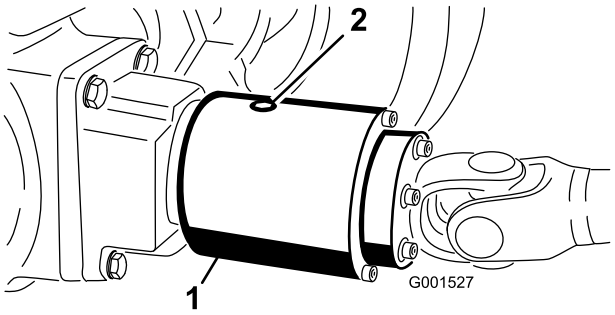

Figur 29
2. Drej koblingen (Figur 29), så kontrolproppen står i kl. 4-position.